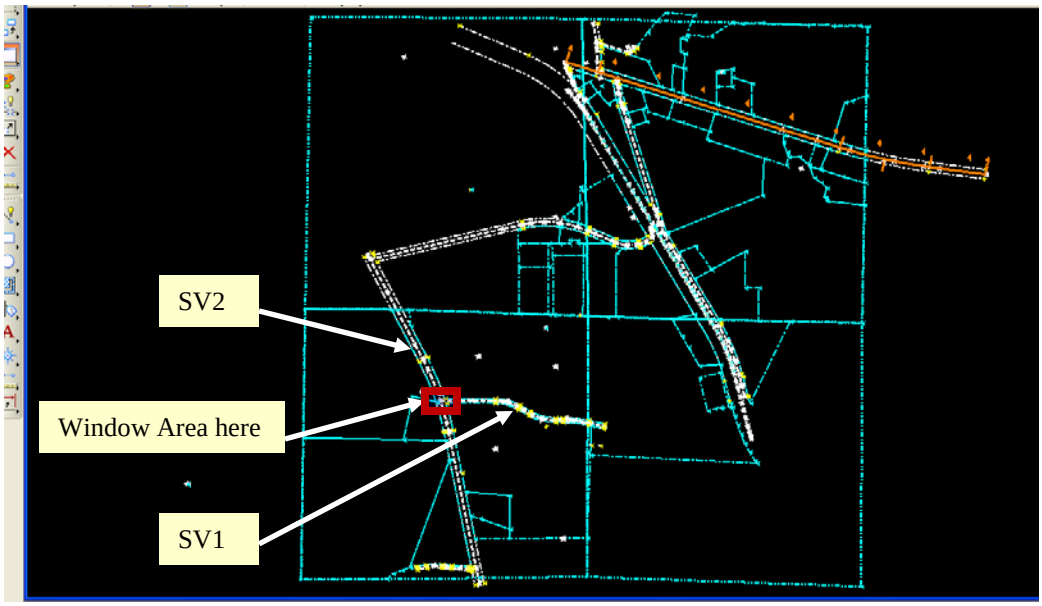
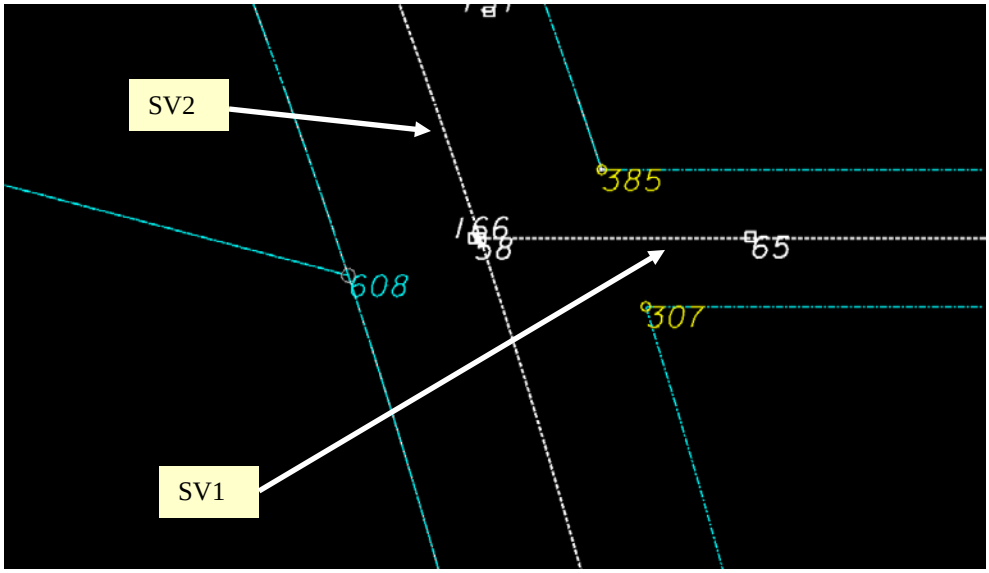

Figure L3-21 MicroStation Window
Figure L3-22 MicroStation Window
28.	**DE31 will begin at the Intersection of Alignments SV2 (EXIST C/L HWY 100) and SV1 (EXIST C/L PEQUANOC DR as shown in *Figure L3-21*.** • In MicroStation, Use the **Window Area** command to zoom into the Intersection of **SV2** and **SV1** as shown in *Figure L3-21* and *Figure L3-22*. Window Area *Zooms to the intersection of SV2 and SV1.*